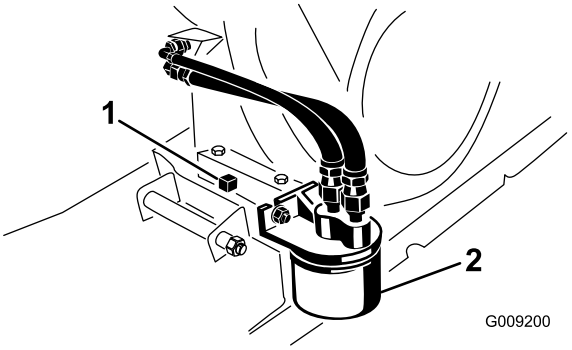

Figur 29
5. Fjern aftapningsproppen (Figur 29), og lad olien flyde over i aftapningsbeholderen. Monter aftapningsproppen igen, når olien holder op med at løbe.
2. Fjern det eksisterende oliefilter (Figur 29).